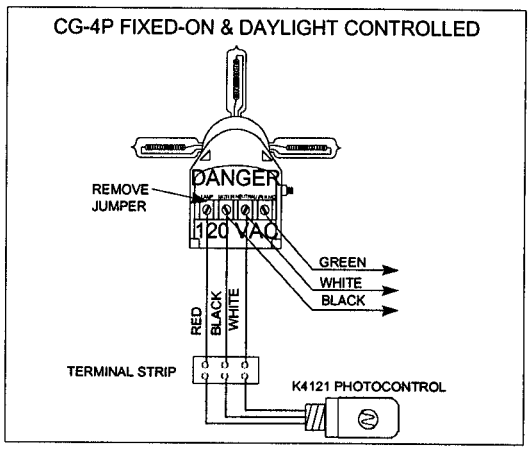

Figure 4-3
g. To daylight control the light, install an Intermatic K4121 photocontrol in an unused cable entrance (the step-down bushing included in the installation kit will be needed) and wire as shown in Figure 4-3.